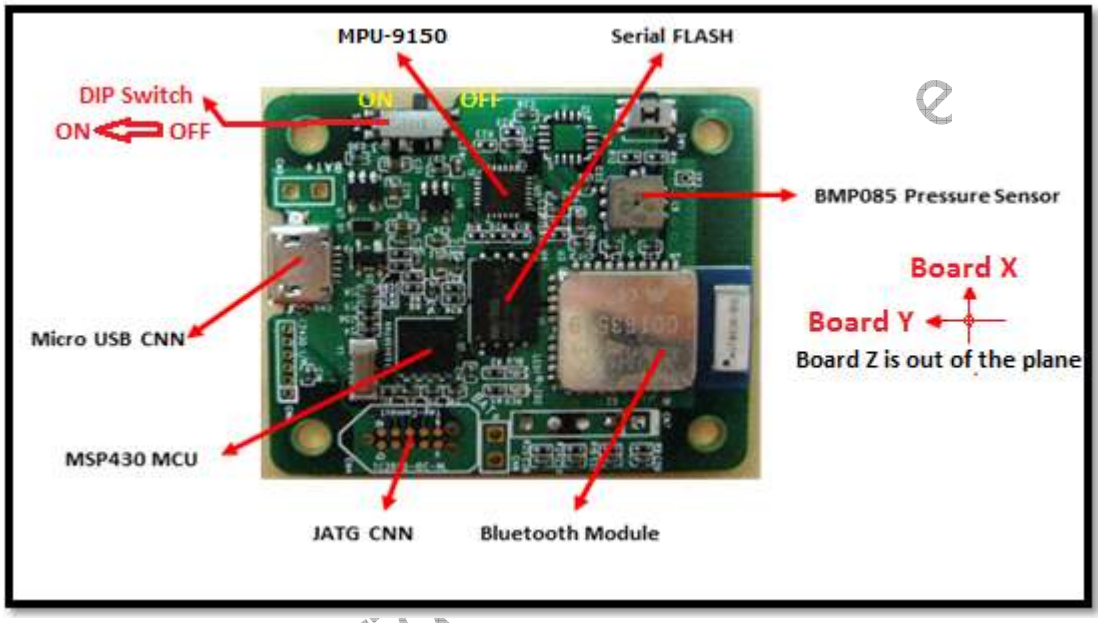

Figure 4.1.0 MPU 9150 MotionFit™ Board
1. The Teapot demo software is included with the package which is PC based application which rotates the teapot based on the MotionFit™ SDK. The mounting matrix for the device assumes the direction as in the figure 4.1.0. The board connects to the PC based on the Bluetooth link. Teapot demo software is provided with source as well.
Charge the unit via USB connector for about 2 hours. Turn on the SDK using the DIP switch on the board. Check the figure 4.1.0 for ON and OFF position of the switch.
1. Configure the Bluetooth interface on the PC. Go to "*control Panel\All Control Panel Items\Devices and Printers\"* then choose *"Add a device"* and choose blue "BlueRadios" device (figure 4.1.0)
4. Go to the Control Panel\All Control Panel Items\Devices and Printers\ to properties and the check the port number of the Bluetooth serial port (figure 5.1.1). In this example the port number is 66, but we will call it just COM# from now on. After successfully pairing, power cycle the MotionFit™ SDK once by flipping the DIP switch OFF and ON as in figure 4.1.0